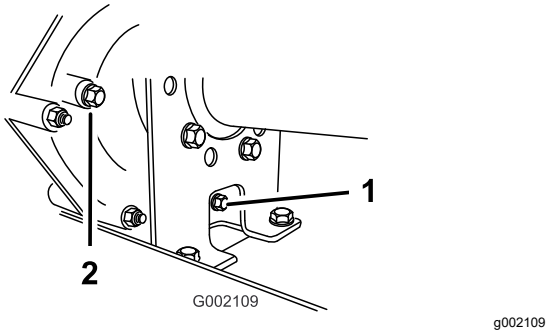

**Figur 62**
2. Rengör området kring påfyllnings- och avtappningspluggarna med hjälp av en trasa (Figur 62).
4. Ta bort påfyllningspluggen genom att vrida den motsols (Figur 62).
5. Ta bort avtappningspluggen genom att vrida den motsols (Figur 62).
6. Sätt i och dra åt avtappningspluggen och packningen i transmissionens avtappningsplugghål (Figur 62).
7. Fyll på behållaren (Figur 63) genom påfyllningshålet med cirka 1,4 liter angiven vätska eller tills vätskenivån i transmissionen är i nivå med gängornas nederkant (Figur 62).
8. Sätt i och dra åt påfyllningspluggen och packningen i transmissionens påfyllningsplugghål (Figur 62).
10. Kontrollera vätskenivån och fyll på vätska om nivån inte är i nivå med påfyllningspluggens gängor (Figur 62).